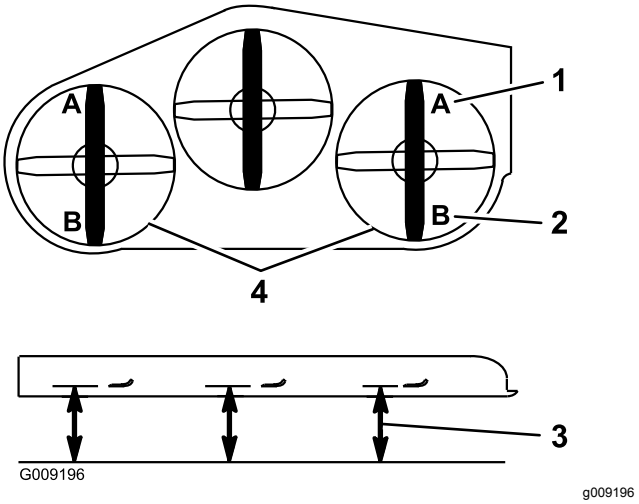

Figur 107
9. Mål fra den jevne overflaten til den fremre tuppen på kniven (posisjon A) på begge sider av klippeenheten, som vist i Figur 107.
15. Mål fra den jevne overflaten til den bakre tuppen på kniven (posisjon B) på begge sider av klippeenheten, som vist i Figur 107.